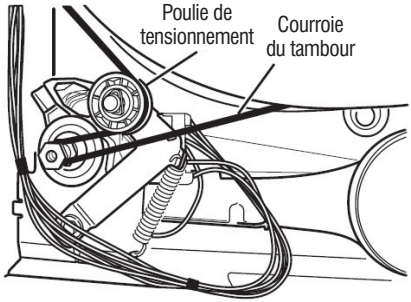

Figure 8 - Retirer la courroie du tambour lentement.
7. Vérifier le moteur d'entraînement et le contacteur du tensionneur de courroie. Séparer lentement la courroie du tambour de la poulie de tensionnement chargée par ressort, en laissant la poulie descendre doucement. Voir Figure 8.